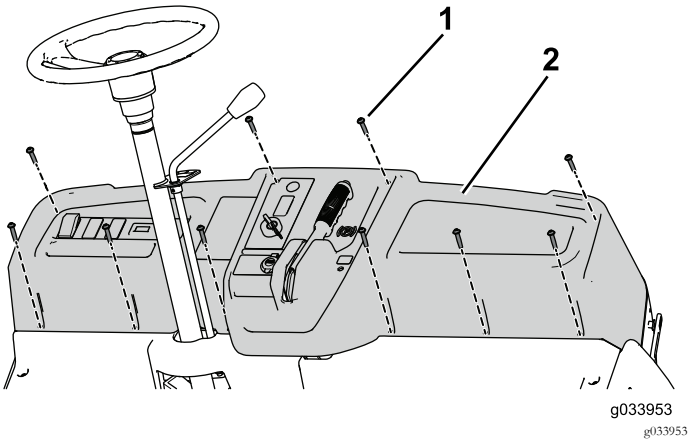

Figur 61
3. Fjern de ti skruene (1/4 x 1 1/4 tomme) for å fjerne instrumentpanelet delvis og koble fra parkeringsbremsen (Figur 61).